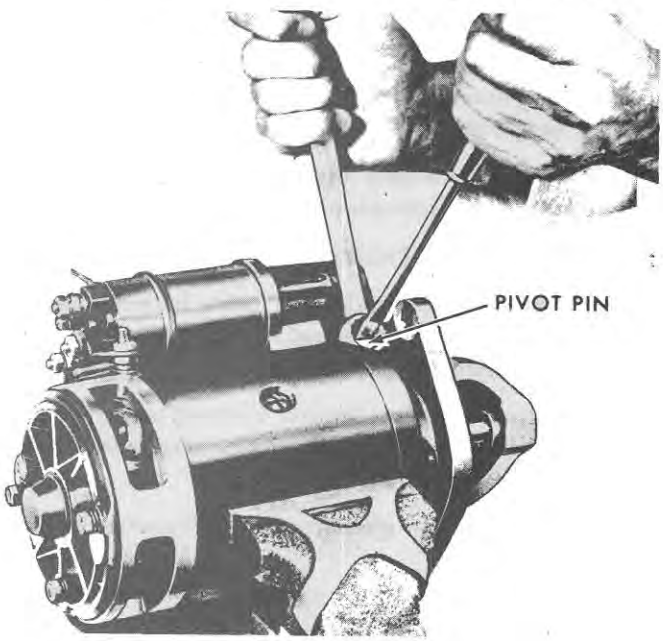

Figure 50
d. If the clearance is incorrect, loosen the lock nut on the drive lever pivot pin, Figure 50; turn the pin clockwise to increase the clearance or counterclockwise to reduce the clearance.
4. After setting the clearance, hold the pivot pin in position with a screwdriver and tighten the lock nut, Figure 50.